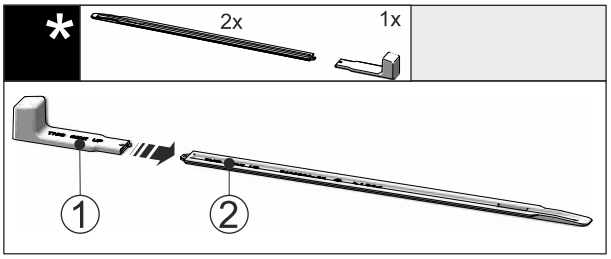

*Fig. 54*
▶ Attach the installation handle *Fig. 54 (1)* to the levelling rail *Fig. 54 (2)*.